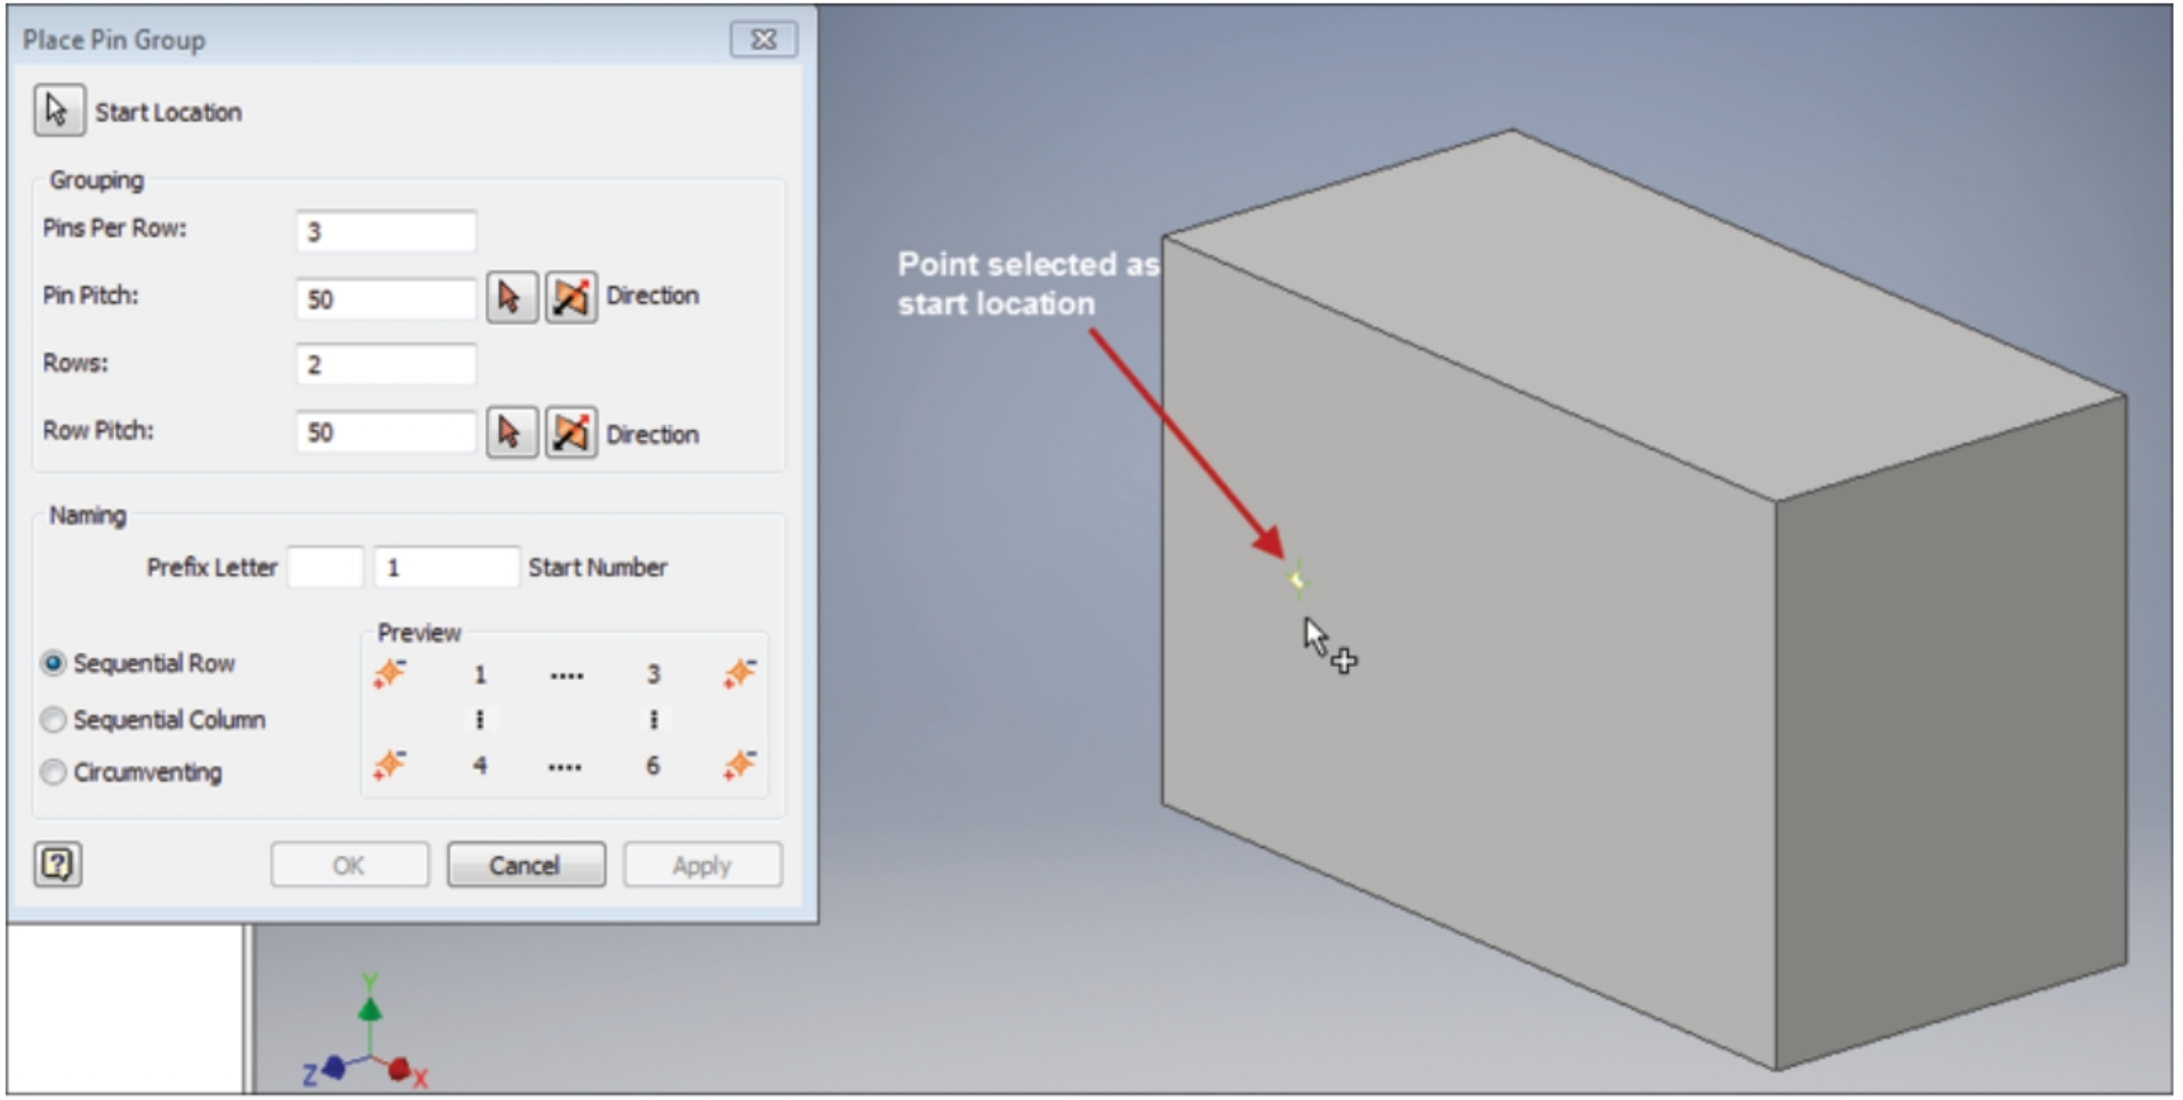

Figure-27. Specifying start location for pin group
- Click at desired location on the model to create the pin group. Note that you need to have a reference point at the location where you want to place pin group. In Figure-27, we have already created a sketch point on the surface of model, which we are going to select.